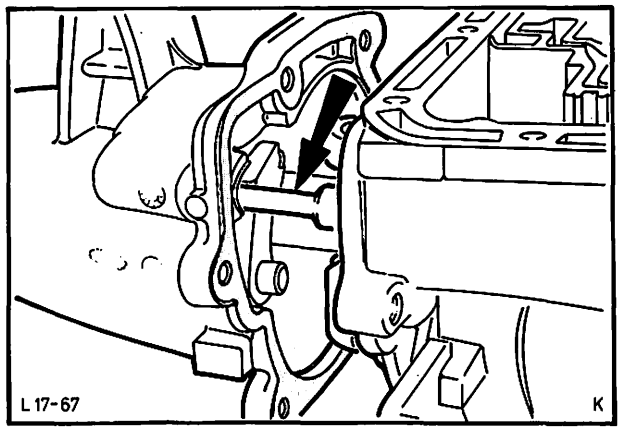

Abb. 98 Getriebeverlängerung montieren, dabei auf korrekten Sitz der Betätigungsstange – Parkklaue achten
53. Getriebeverlängerung mit neuer Dichtung montieren, dabei auf korrekten Sitz der Betätigungsstange – Parkraste achten. Abb. 98. Schrauben (6) mit vorgeschriebenem Drehmoment festziehen.